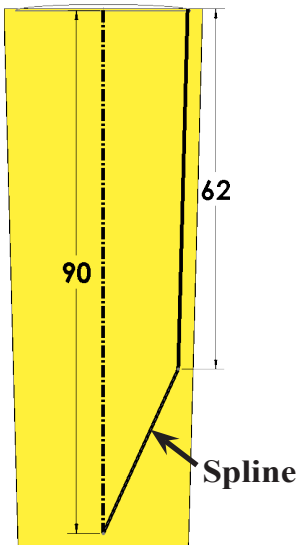

Fig. 37
Step 17. Draw **two point** spline between bottom endpoint of line and bottom endpoint of centerline line, **Fig. 37**. **Right click drawing and click Select** from menu to end spline and unselect Spline tool.